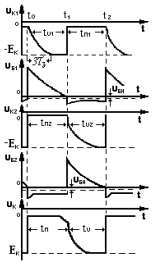

Рис. 1.4
11. Дать описание временной диаграммы мультивибратора с КБ связями и дополнительным источником смещения рис.1.4.